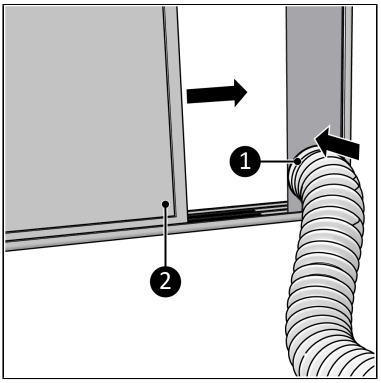

Abbildung 45.
4. Schließen Sie das Fenster (Abbildung 45, Pos. 2). Dadurch wird das Fenster-Kit an Ort und Stelle gehalten.
5. Verbinden Sie den Anschluss des Fenster-Kits mit dem Fenster-Kit (Abbildung 45, Pos. 1).